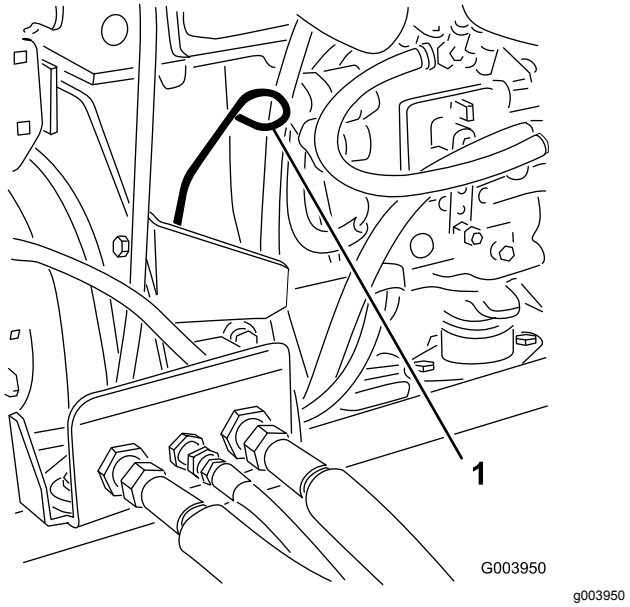

Figur 44
3. Ta ur oljestickan, torka av den och sätt tillbaka den igen (Figur 44).